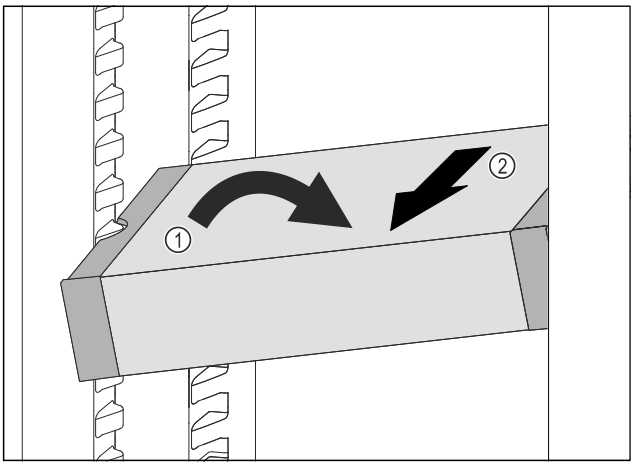

Fig. 133
▶ Poziționați oblic VarioSafe în frigider. *Fig. 133 (1)*
▶ Extrageți VarioSafe spre înainte. *Fig. 133 (2)*